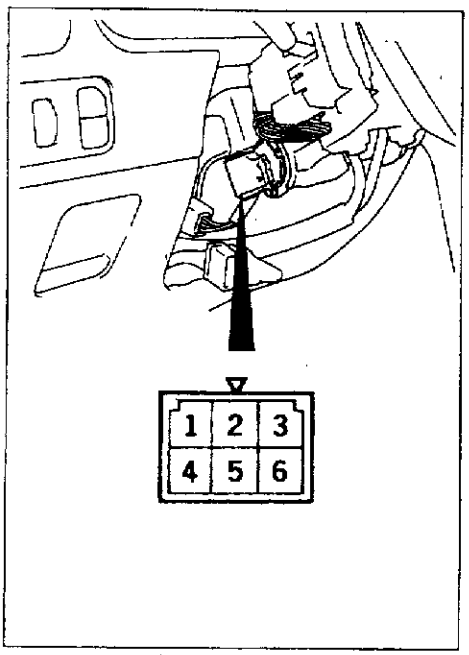

图 10－1－1
(3)从点火开关脱开配线连接器，如图 10－1－1 所示。
① GALANT 车型各端子之间的导通状况如表 10－1－1 所示。